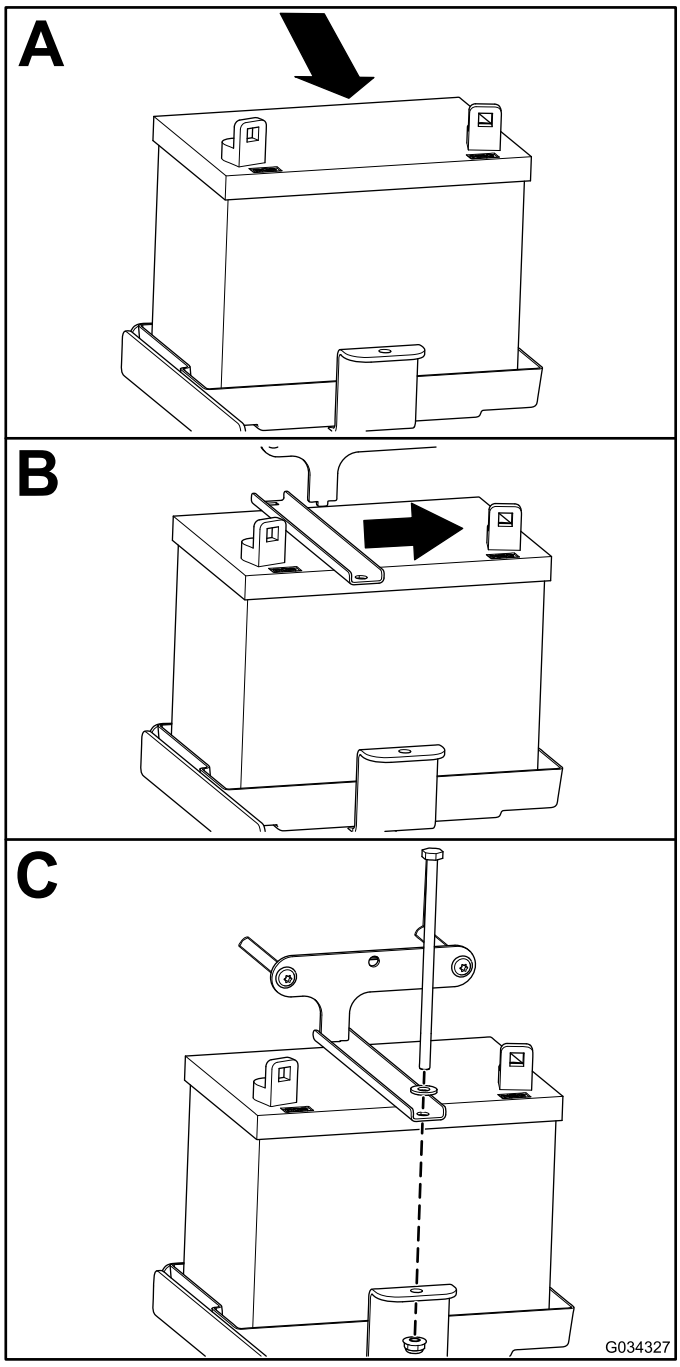

Figuur 49
1. Plaats de accu zoals wordt getoond in Figuur 49.